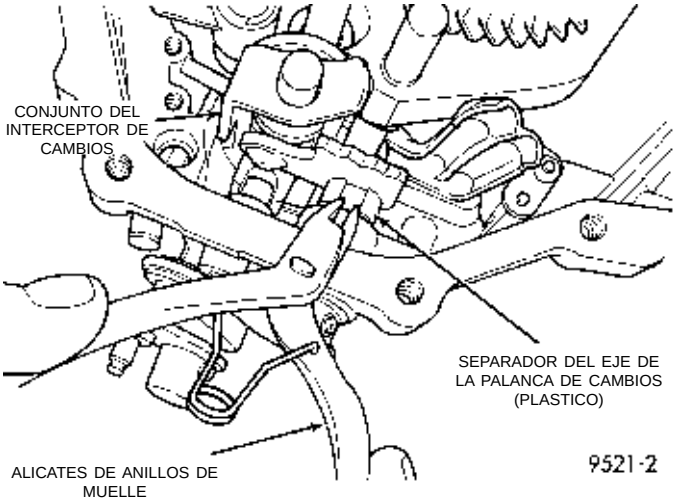

Fig. 39 Desmontaje del separador del eje del selector
(9) Mediante alicates de anillos de muelle, retire el espaciador del eje del selector (Fig. 39).